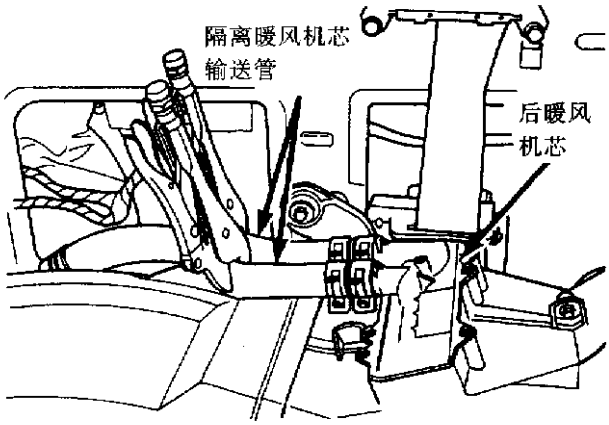

图 11－100　暖风机芯输送管
③拆去暖风机芯固定螺钉。
④小心地向上拉起暖风机芯和管子，并拽离装置。
(2)安装：按上述相反顺序进行操作，预先装填暖风机芯(见图 11－99)，检查泄漏并进行全面测试。注意：如果暖风机芯是空的，且没有预先装填，则必须热循环汽车两次。暖风机的位置高于散热器加油器盖，因此，暖风机芯不会因为重力而装填至满意程度。在热循环汽车时，操作必须进行至恒温器打开，然后关机并等到冷却。若要证实辅助